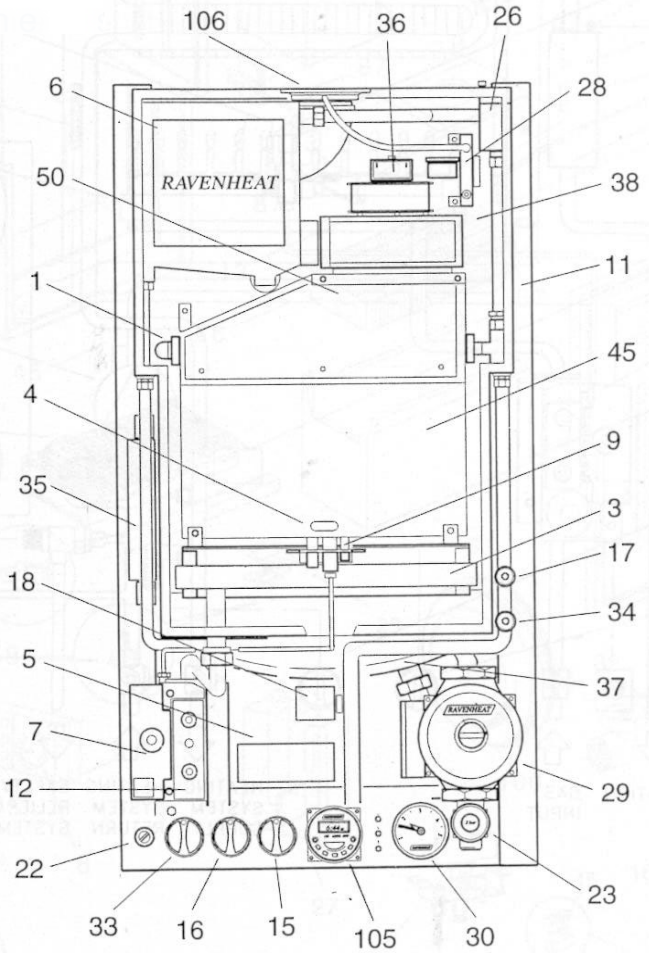

Fig. 1
BASIC COMPONENTS - (See figure 1)
1.2 Fig. 1 illustrates the general layout of components.